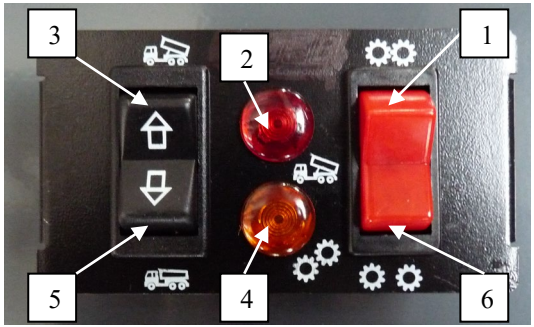

Abb. 24
7.3 Bedienelemente (ANLAGEN MIT ZAPFWELLE AM GETRIEBE) (Abb. 24)